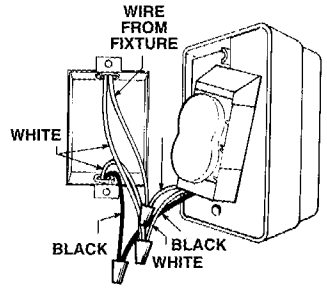

FIGURE 2
3. Connect red timer wire to wire from fixture using wire connector. Connect black timer wire to the **"hot"** (usually black or red) wire in junction box using wire connector. Cut white wire in junction box (or open splice) and strip 1/2" of insulation on both wires. Connect white timer wire to white wires in junction box using wire connector. (See Fig. 2)
6. Place all wires inside junction box. Fit timer over junction box first, making sure that all wires and wire nuts clear the back of timer motor. DO NOT FORCE. Next, install timer using (2) mounting screws furnished.